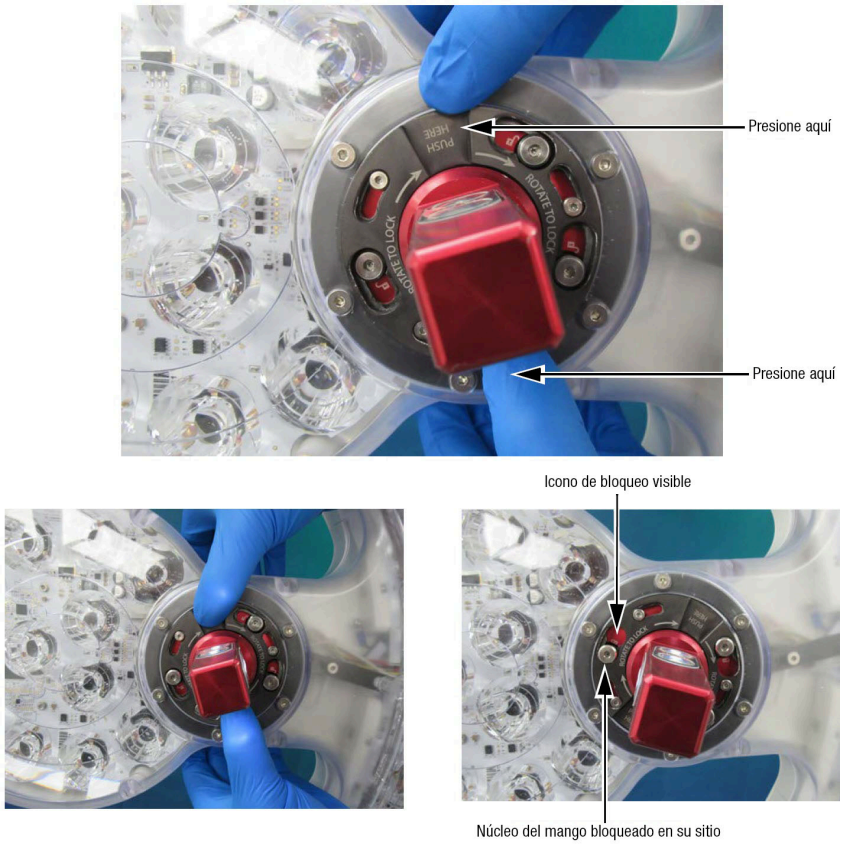

Figura 6-24. Bloqueo del núcleo del mango en su sitio
3. El anillo encaja en su sitio y muestra una indicación de que el núcleo del mango está bloqueado. Consulte la *Figura 6-24*.